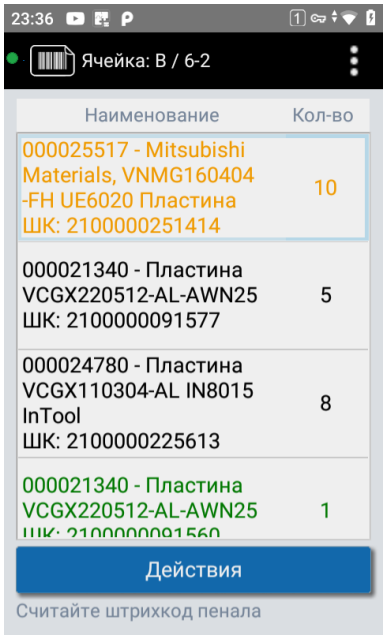

Рисунок 99. Пеналы инвентаризируемой ячейки
4. В списке пеналов ячейки (см. Рисунок 99) чёрным выделены необработанные пеналы, зелёным – обработанные, оранжевым – пеналы, которые не числились в этой ячейке (они будут добавлены в неё).